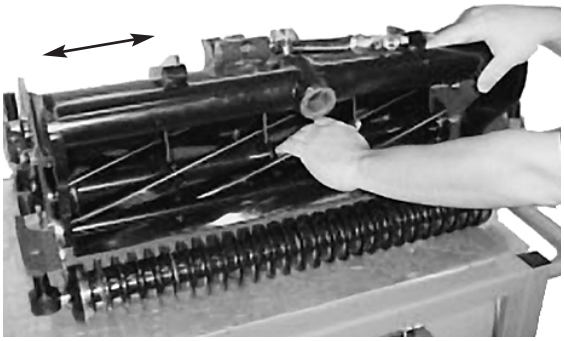

Afbeelding 22
2. Houd de as van de messenkooi vast en probeer de messenkooi in zijn geheel heen en weer te bewegen (Afb. 22).